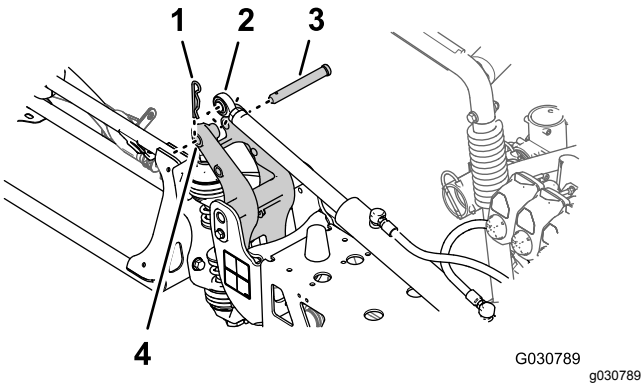

Figur 136
6. Rikta in stångänden av lyftcylindern mot 25 mm-hålet i hornet på svängkopplingen (Figur 136).
7. Fäst lyftcylindern på svängkopplingen med sprintbulten och hårnålssprinten (Figur 136) som du tog bort i steg 3 i Ta bort lyftcylindrarna (sida 34).